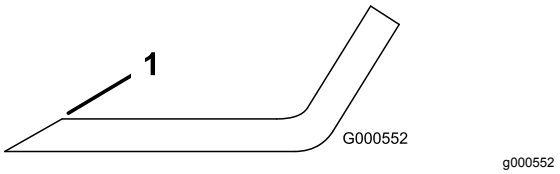

Figur 78
1. Slipa eggarna i båda ändarna av kniven med en fil (Figur 78).
Obs: Om kniven inte är balanserad kan du fila bort lite metall från knivens segeldel (Figur 78).